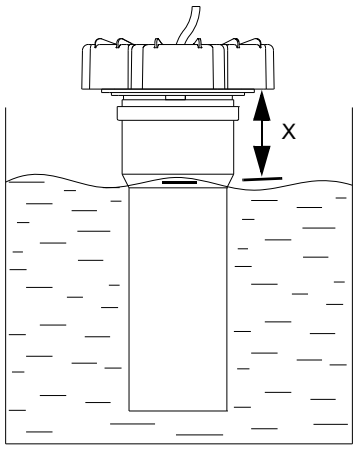

Рис. 21 Калибровка пьезоэлектрического датчика
6. Сделайте отметку на трубке датчика ниже верхнего уровня и введите показание расстояния [X] (мм) сверху вниз до отметки. Погрузите трубку датчика в воду. Чем глубже трубка будет находиться в воде, тем лучше будет выполнена калибровка. См. рис. 21.